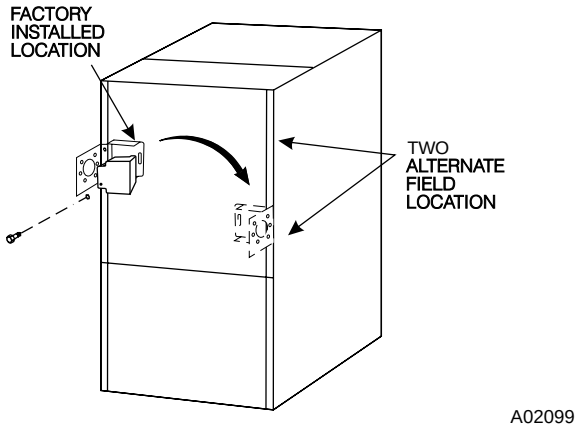

Fig. 22—Relocating J-Box
1. Remove screws holding auxiliary J-box. (See Fig. 22.)